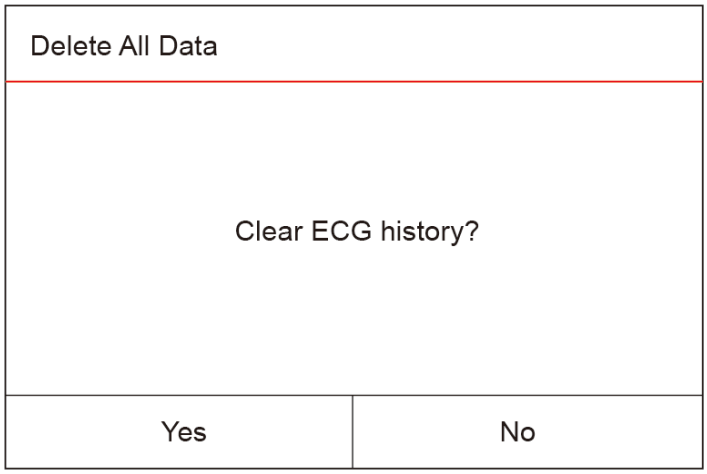

Figure 4.5 Supprimer l'historique ECG
- ➢ Appuyer longuement sur OK «  », puis une boîte de dialogue de suppression des enregistrements s'affichera, comme montré à la figure 4.5, l'utilisateur pourra alors supprimer toutes les données historiques du tracé ECG en fonction de l'invite.